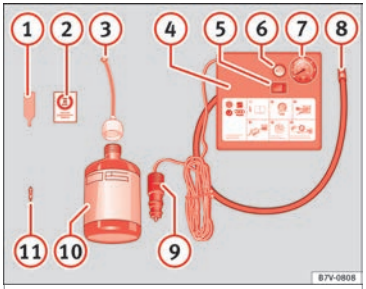

Bild 103 Standardtyp: Innehåll i däckreparationssatsen.
Tyre mobility system förvaras under lastgolvet i bagageutrymmet. Satsen består av följande delar **››› bild 103**:
Skruva fast påfyllningsslangen **››› bild 103** (8) igen och kontrollera däcktrycket på mätaren (7).